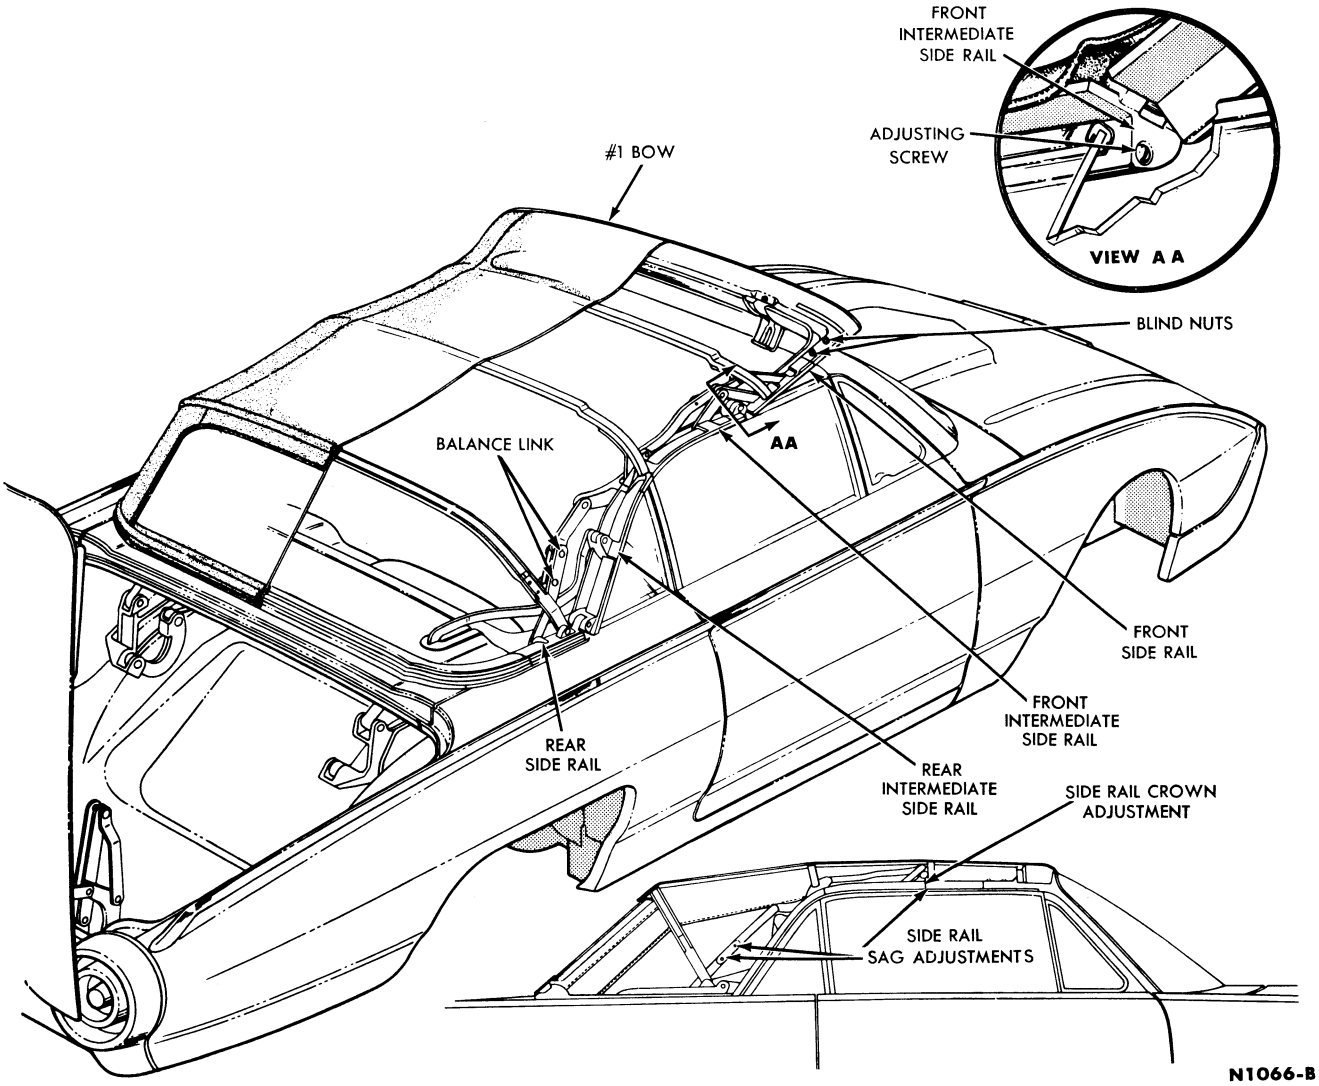

FIG. 25—Top Linkage
2. Adjust each front intermediate side rail set screw flush with the end of the rail (Fig. 25).
3. Loosen the balance link adjustment bolts (Fig. 25) at each side of the car.
4. Lengthen or shorten the balance link (Fig. 25) to obtain a parallel condition between the front side rail, the front intermediate side rail, and the top of the door window frame.
5. Tighten the balance link adjustment bolts. **To eliminate a crowning condition, adjust the front intermediate side rail set screw (Fig. 25).**
2. If the top stack needs vertical adjustment for clearance, loosen the balance link adjustment bolts shown in Fig. 25.